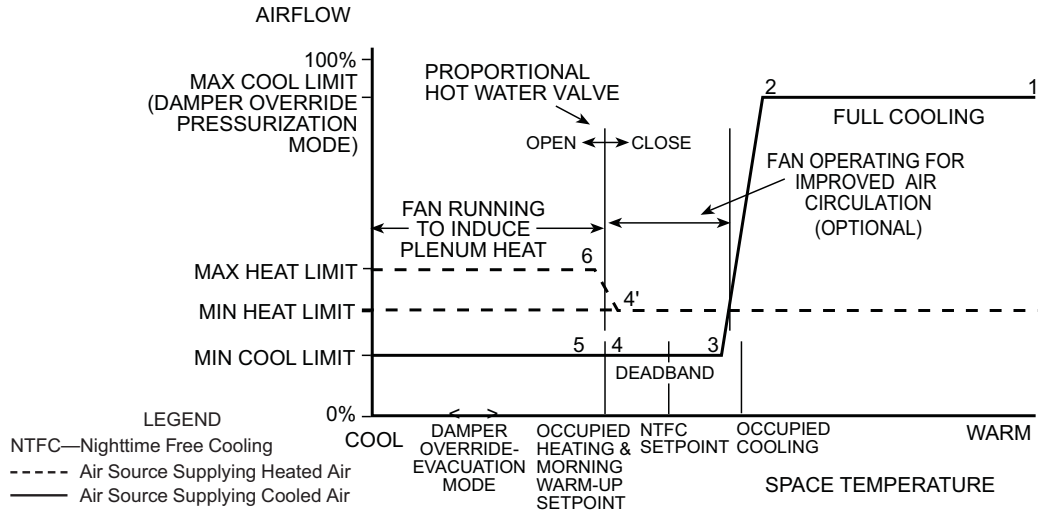

Figure 2 - Sequence of Operation for Intermittent Fan Powered Air Terminal With Proportional Hot Water Heat
C. Heating: (when the primary air source is providing heated air, refer to numbers on flow diagram). See Fig. 2.